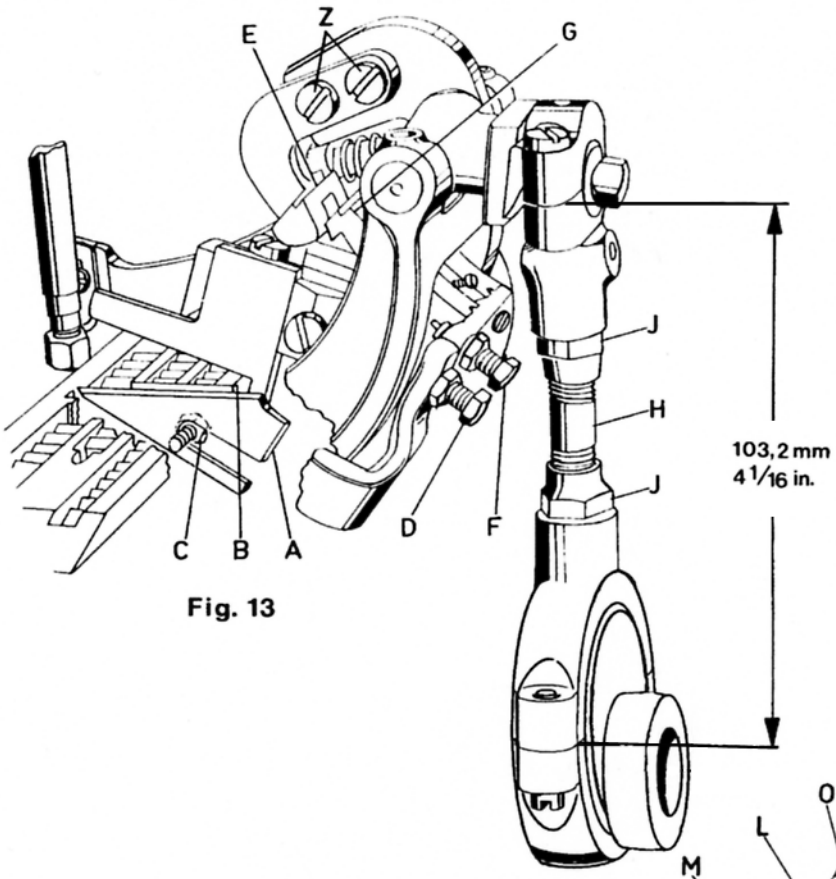
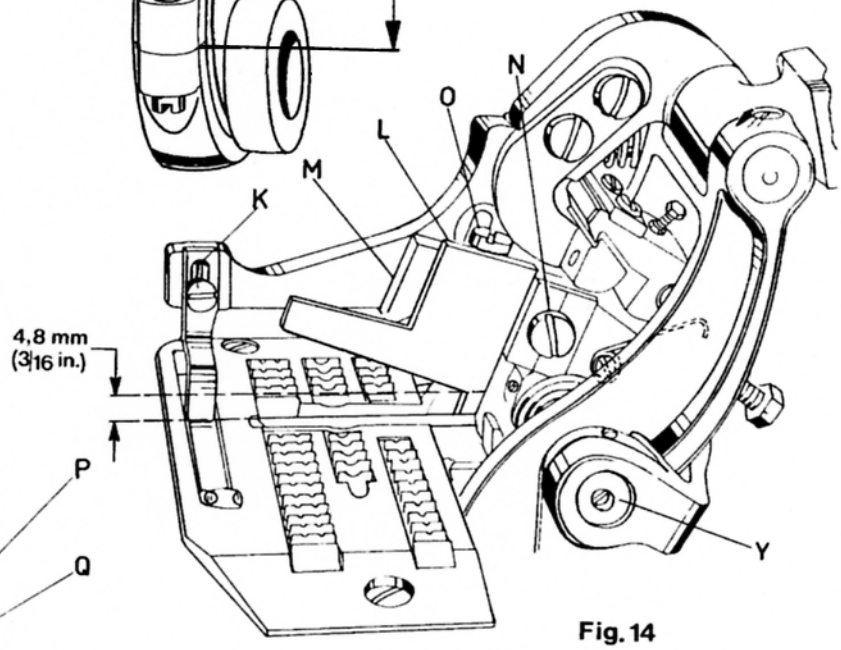
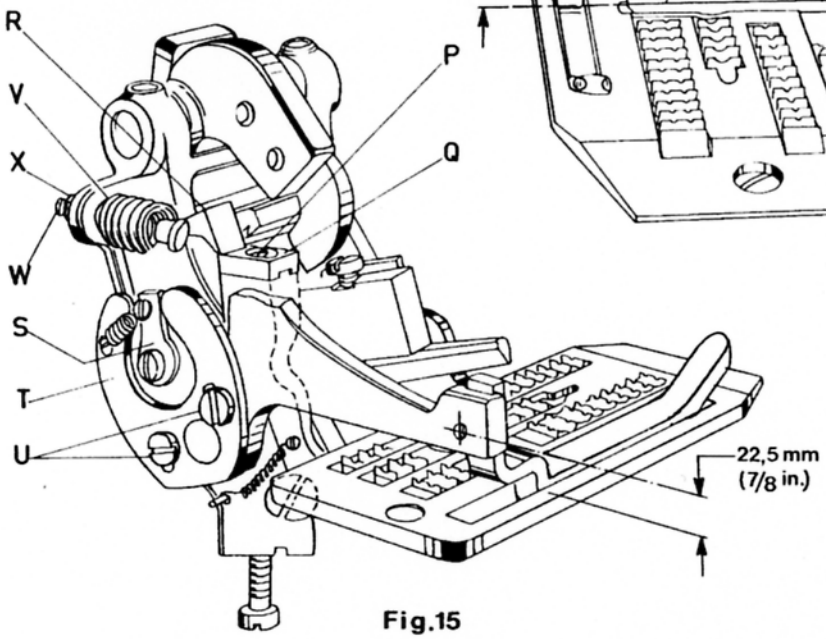

Fig. 13
Fig. 14
Fig.15
2. Lay the throat plate temporarily on its seat. Loosen the hexagonal head adjusting screw (D, Fig. 13) and set so that the distance between top surface of throat plate and the center of thread hole for fastening the actuating shoe is 22.5 mm (7/8 in.) (see Fig. 15). Retighten screw (D, Fig. 13) with lock nut.
3. Set the lower knife (A, Fig. 13) so that the cutting edge is even with the top of throat plate (B) and tighten it in this position with the hexagonal head screw (C).
4. Assemble actuating shoe (K, Fig. 14) and set it so that the top surface of actuating shoe is even with the top surface of throat plate.
5. With a screwdriver, press the spring loaded knife lever shaft (Y, Fig. 14) to the rear and insert upper knife (L) in upper knife lever (M). Raise the upper knife as high as it will go, until the back of the knife cutting edge stops on the knife lever. Tighten the clamp screw (N) slightly.
6. Loosen screw (P, Fig. 15) and move shoe (Q) to extreme left. Turn handwheel until pawl (E, Fig. 13) is at its lowest position. Turn screw (F) until the edge of ratchet block (G) snaps over the edge of pawl (E), then add 1/4 to 1/2 turn more to ensure adequate clearance under operating conditions. Retighten the lock nut of the screw (F). If screw (F) is turned too far the mechanism will not work. Small differences can be equalized when loosening screws (Z) and adjusting the pawl (E) accordingly. Retighten screws (Z) firmly.
7. Move shoe (Q, Fig. 15) to the right so that pawls (R) will rest on the extreme right end of shoe. Shoe should have polished end to the riht and point of pawls may overlap slightly over outside to insure trigger action during operationg of machine.
2. Legen Sie die Stichplatte vorübergehend auf ihre Auflage. Lösen Sie die Sechskant-Einstellschraube (D, Fig. 13) und stellen Sie sie so, daß der Abstand zwischen Stichplattenoberfläche und Mitte Gewindebohrung zur Tasterbefestigung 22,5 mm beträgt (Siehe Fig. 15). Ziehen Sie die Schraube (D, Fig. 13) mit der Gegenmutter fest.
3. Stellen Sie das Untermesser (A, Fig. 13) so ein, daß seine Schneide mit der Oberfläche der Stichplatte (B) bündig ist und ziehen Sie es in dieser Stellung mit der Sechskantschraube (C) fest.
4. Montieren Sie den Taster (K, Fig. 14) und stellen Sie ihn so ein, daß die obere Fläche des Tasters mit der Oberseite der Stichplatte bündig ist.
5. Drücken Sie mit einem Schraubendreher die gefederte Messerhebelwelle (Y, Fig. 14) nach hinten und setzen Sie das Obermesser (L) im Messerhebel (M) ein. Schieben Sie das Messer im Hebel so weit wie möglich nach oben bis der Rücken der Messerschneide am Messerhebel anschlägt. Ziehen Sie die Klemmschraube (N) leicht an.
6. Lösen Sie die Schaube (P, Fig. 15) und schieben Sie den Schaltschuh (Q) ganz nach links. Drehen Sie das Handrad bis der Mitnehmer (E, Fig. 13) seine tiefste Stellung erreicht hat. Drehen Sie die Schraube (F) bis die Kante der Klinke (G) über die Kante des Mitnehmers (E) schnappt. Drehen Sie die Schraube (F) um 1/4 bis 1/2 Umdrehung weiter, damit beim Betrieb ausreichend Spielraum vorhanden ist. Ziehen Sie die Gegenmutter der Schraube (F) wieder an. Wenn die Schraube (F) zu weit gedreht wird, arbeitet der Mechanismus nicht. Kleine Unterschiede können nach Lösen der Schrauben (Z) und durch entsprechendes Verstellen des Mitnehmers (E) ausgeglichen werden. Ziehen Sie die Schrauben (Z) wieder gut an.
7. Schieben Sie den Schaltschuh (Q, Fig. 15) nach rechts, so daß die Spitze der Schaltnase (R) am äußersten rechten Ende des Schaltschuhes aufliegt. Das polierte Ende des Schaltschuhes muß rechts sein und die Spitze der Schaltnase soll die Schaltschuhaußenkante leicht überlappen, damit beim Betrieb der Maschine eine Schnepperwirkung gewährleistet ist.
8. When acutating shoe (K, Fig. 1e) is raised slightly, trip dog (S, Fig. 15) should allow pawl (R) to slide off shoe (Q) and the cutting action is released within 1 1/2 turn or less of the handwheel.
Raise actuating shoe (K, Fig. 14) slightly and turn handwheel in operating direction until upper knife (L) is in its lowest position. Left at the tip of the knives, the cutting edge of the upper knife should overlap the cutting edge of the lower knife by 1 mm (.040 in.)
When open there should be about 4.8 mm (3/16 in.) opening, right at the pilot of the upper knife (see Fig. 14).
NOTE: When the knives (A, Fig. 13) and L, Fig. 14) are resharpened, their adjustment is maintained by only raising and lowering them in their holders, according to the stock removed while grinding.
9. The position of the tape cutter actuating shoe (K, Fig. 14) determines the length of tape extending beyond the bag at the start of closure. The extending length of tape at the finish of closure is not adjustable.
Also the trip dog operating cam (T, Fig. 15) can be retarded or advanced to vary the length of the tape at the start of closure. Loosen screws (U) and turn the operating cam (T) toward the handwheel end of machine to shorten the xtending length of tape and in the opposite direction to lengthen it. Retighten screws (U).
The actuating shoe tension spring (V, Fig. 15) is adjustable vor various weights of material. Use screw (W) and lock nut (X) to make this adjustment. The tension should be just strong enough to press the actuating shoe down, back to its home position.
8. Wird der Taster (K, Fig. 14) leicht angehoben, bewirkt der Schaltnocken (S, Fig. 15), daß die Schaltnase (R) vom Schaltshuh (Q) heruntergleitet, innerhalb von 1 1/2 Handradumdrehungn oder weniger, wird der Schneidvorgang ausgelöst.
Heben Sie den Taster (K, Fig. 14) leicht an und drehen Sie am Handrad in Nährichtung bis das Obermesser (L) in seiner untersten Stellung ist. Links an er Spitze der Messer soll die Schneide des Obermessers die Schneide des Untermessers um 1 mm überlappen.
In geöffnetem Zustand soll rechts am Führungszapfen des Obermessers ein Durchgang von etwa 4,8 mm sein (siehe Fig. 14).
BEACHTEN SIE: Wenn die Messer (A, Fig. 13) und (L, Fig. 14) nachgeschliffen werden, bleibt ihre Einstellung erhalten. Sie müssen nur in ihren Haltern höher und tiefer gestellt werden, entsprechend dem beim Schärfen abgeschliffenen Werkstoff.
9. Die Lage des Tasters (K, Fig. 14) bestimmt die überstehende Bandlänge am Anfang des Sackes. Die überstehende Bandlänge am Sackende ist nicht einstellbar.
Auch die Schaltnockenkurve (T, Fig. 15) kann etwas vor- oder zurückgestellt werden, um die Länge des überstehenden Bandes am Anfang des Sackes zu verändern. Lösen Sie dazu die Schrauben (U) und drehen Sie die Kurve (T) auf die Handradseite der Maschine zu; dies verkürzt die überstehende Bandlänge. Drehen in entgegengesetzter Richtung verlängert sie. Ziehen Sie die Schrauben (U) wieder an.
Die Druckfeder (V, Fig. 15) für den Taster kann auf die verschiedenen Materialstärken eingestellt werden. Die Einstellung wird mit Schraube (W) und Gegenmuter (X) gemacht. Der Druck soll gerade stark genug sein, um den Taster wieder nach unten, zurück in seine Ausgangsstellung zu bringen.